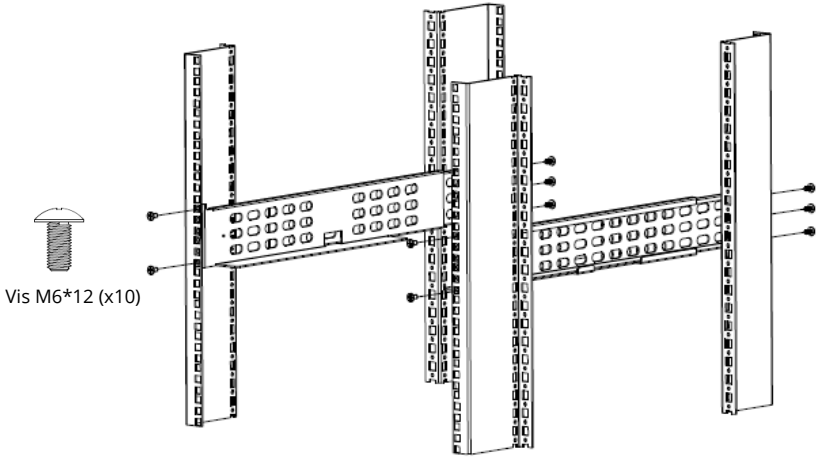

Figure 1
3. Fixez les rails au rack ou à l'armoire à quatre montants de 19 pouces à l'aide des (10) vis de fixation M6*12 fournies. Utilisez (2) vis pour fixer chaque support de rail avant et (3) vis pour chaque fixation arrière. (Fig. 1)